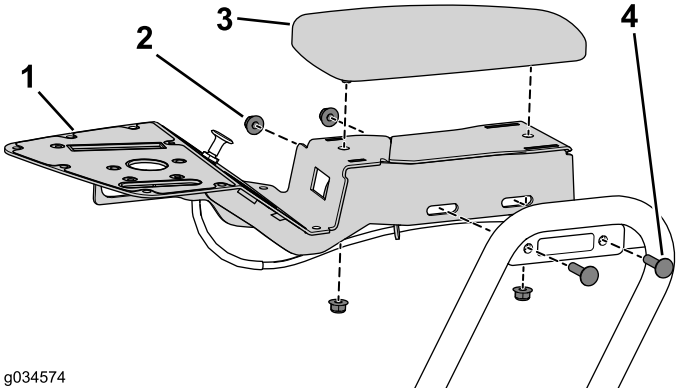

Rysunek 14
1. Odkręć 2 śruby zamkowe i nakrętki kołnierzowe mocujące zespół konsoli do wspornika (Rysunek 14).
2. Odkręć 2 nakrętki kołnierzowe mocujące podłokietnik do zespołu konsoli (Rysunek 14).